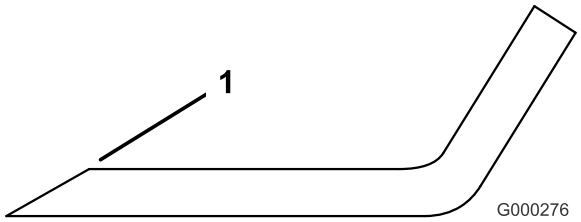

**Figur 67**
1. Slib skæret i begge ender af skærekniven (Figur 67). Bevar den oprindelige vinkel. Skærekniven bevarer balancen, hvis der fjernes den samme mængde materiale på begge skærekanter.